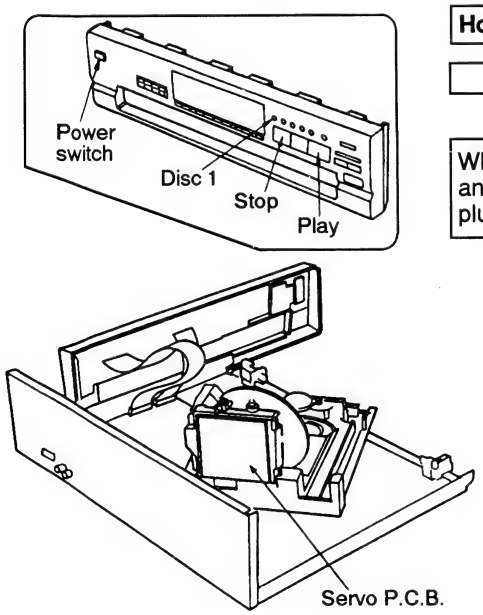

Fig. 7
14. When checking the soldered surface of servo P.C.B., do as shown in Fig. 7.